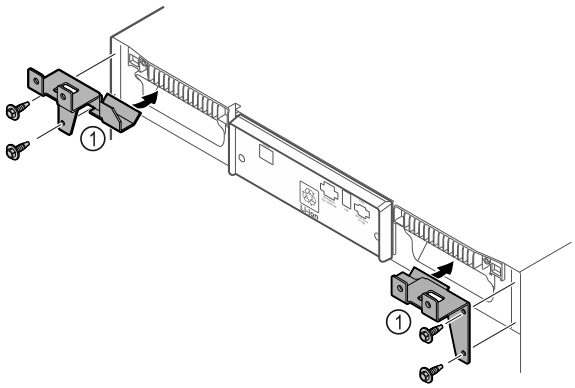

Fig. 49
▶ Montați părțile de susținere *Fig. 49 (1)* pe aparat cu șuruburile autofiletante.